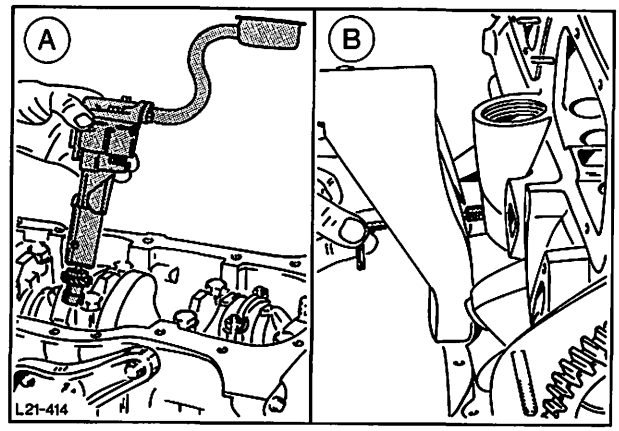

Abb. 69 A = Ölpumpe in Zylinderblock einsetzen
42. Ölpumpe in Zylinderblock einsetzen (konische Bohrung im Pumpengehäuse gegenüber dem Gewindeloch im Zylinderblock), Abb. 69.